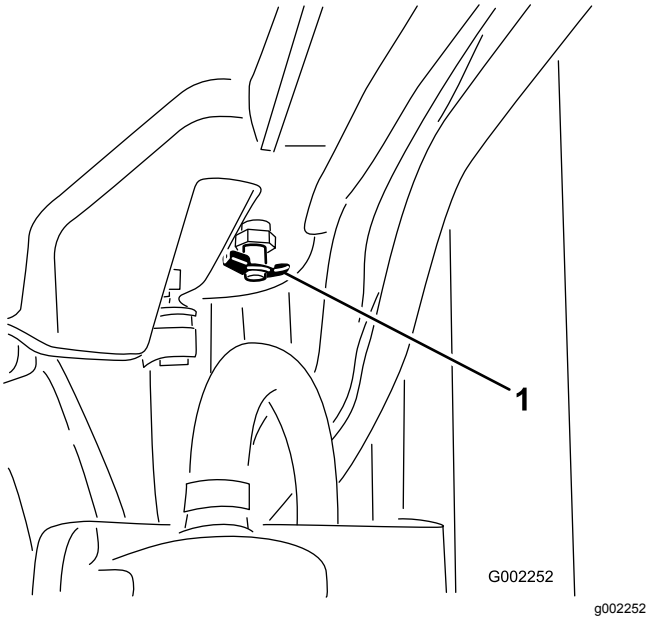

Рисунок 86
4. Откройте сливной клапан и слейте охлаждающую жидкость в сливной поддон (Рисунок 86).
6. Снимите крышку радиатора (Рисунок 86).
10. После прогрева охлаждающей жидкости доведите уровень охлаждающей жидкости до уплотнительной поверхности и затяните крышку (Рисунок 86).
11. Откройте крышку расширительного бачка и заполните бачок охлаждающей жидкостью до уровня Cold (Холодный) (Рисунок 86).